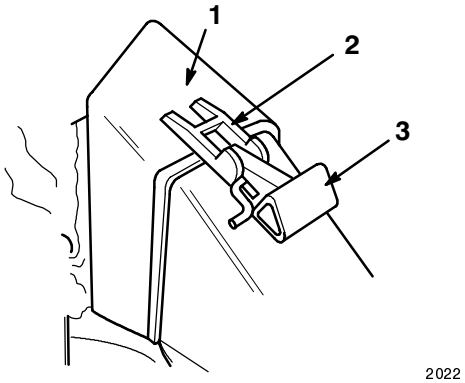

**Figure 16**
2. Ensure that the discharge door handle is fully forward (door closed) as shown in Figure 16.
**Note:** In Figure 16, the brush guard is not shown for the purpose of clarity.
3. Fit the bag door opening over the discharge tunnel opening as shown in Figure 16.